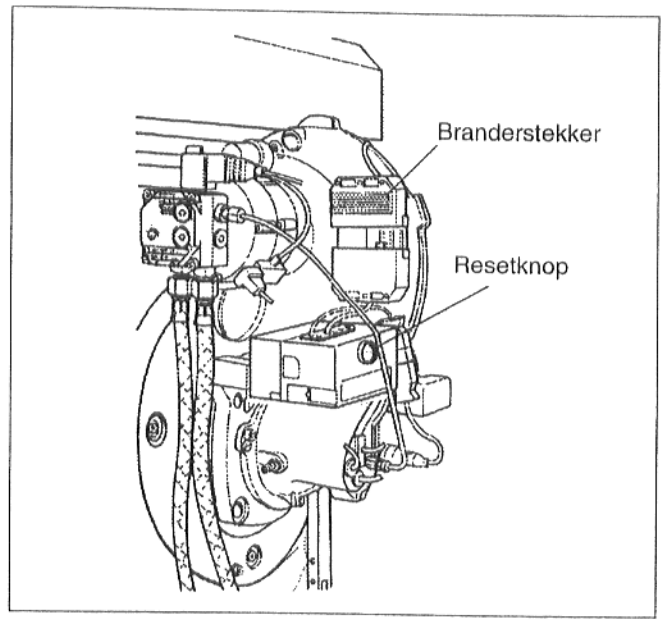

Afb. 2: grootte 17-34 kW
De brander is via een stekkerverbinding aansluitklaar met de schakelkast verbonden (afb. 2/3).
- Op de resetknop van de oliebranderautomaat drukken (afb. 2/3). Door de voorverwarming van de olie is er bij de inbedrijfstelling van de brander een wachttijd van 1 tot 2 minuten. De activering van de olievoorverwarming wordt via een signaallampje op de branderautomaat aangegeven.